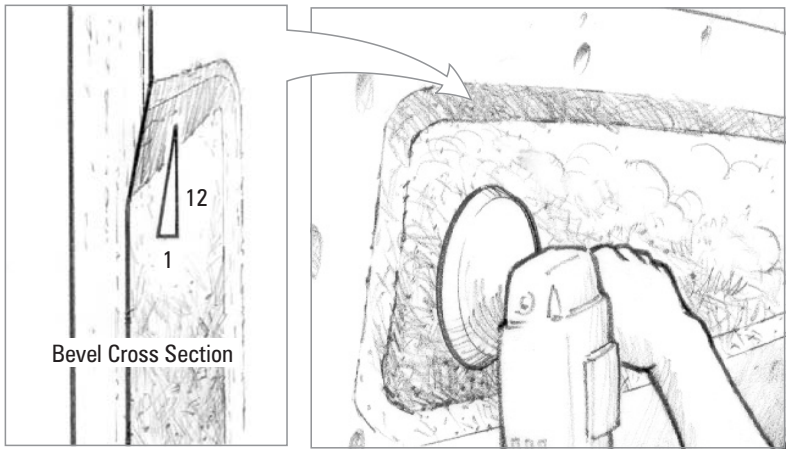

Figure 2-6 *Grind away the laminate over large voids to expose solid laminate. Grind the edge of the repair area to a minimum 12-to-1 bevel.*
3. Bevel the edge of the repair area to a minimum 12-to-1 angle to provide a greater bonding area and reduce stress *concentrations (Figure 2-6)*.